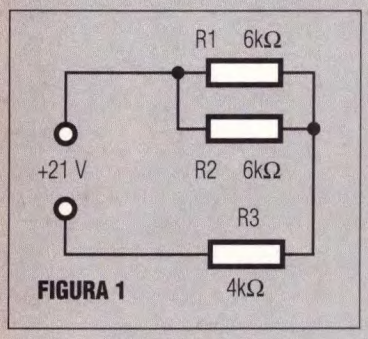

FIGURA 1
1. Con riferimento al circuito di Figura 1, qual'è il valore della resistenza totale connessa ai capi del generatore di tensione?
2. Sempre con riferimento alla Figura 1, qual'è il valore della corrente che transita in R1?